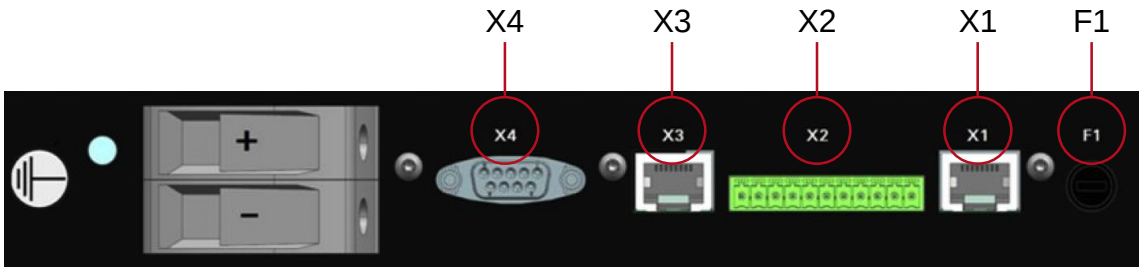

Abbildung 3 – Anschlussfeld des neeoQube auf der Geräteunterseite
- Setzen Sie die Feinsicherung F1 (siehe Abbildung 3 auf Seite 15) auf der Unterseite des Gerätes ein.
Im Servicefall oder bei längeren Lagerzeiten – z. B. in einer Winterpause – sollte der **neeo**Qube ausgeschaltet werden. Für den Versand ist die Feinsicherung F1 (siehe Abbildung 3 auf Seite 15) auf der Unterseite des Gerätes zu entfernen.